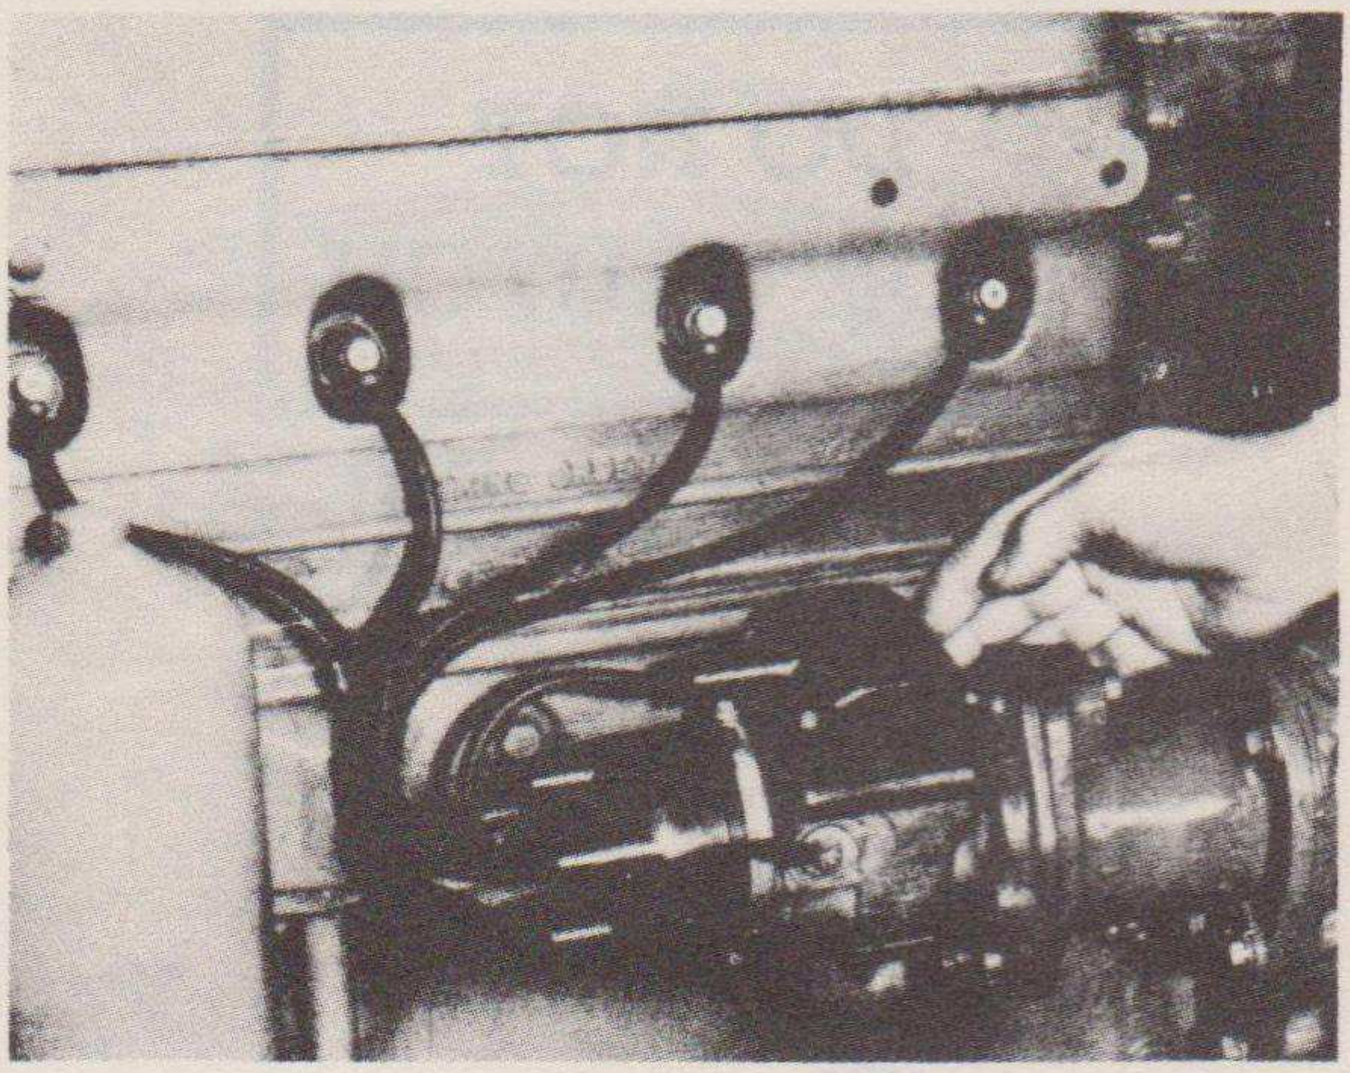

Fig. 5—Engine ignition wiring plan.
a.—Removal.—(1) The lead wire from the secondary coil plugs into the central insert socket and the cables to the spark plugs fit in the outside sockets, starting with No. 1, Fig. 5, marked on the face of the cap. Pull out the cables and secondary wire from the distributor cap.
(2) To remove the distributor cap push the distributor cap springs out of the cap recesses and pull off the cap which fits only one way.
(2) If the four inserts (3) are badly worn, the cap should be replaced.
(3) All grease should be removed from the monel strip on the distributor rotor to assure good contact.
(4) The distributor cap should be free of dust or dirt, inside and out, before assembling to the magneto. The two ventilating holes "B", Fig. 5, should be open at all times.
(5) Check thoroughly for cracks in the bakelite around the spark cable and secondary insert sockets. Very small cracks will allow a spark to go through the cap and partially short out the engine.
C.—Replacement.—The cap fits only one way; the ventilating holes, Fig. 5, are always on the bottom side. Snap the body springs into the distributor cap recesses, replace the secondary wire and connect up the spark cables. (See the Operator's section).
a.—Removal.—(1) Remove the distributor cap.